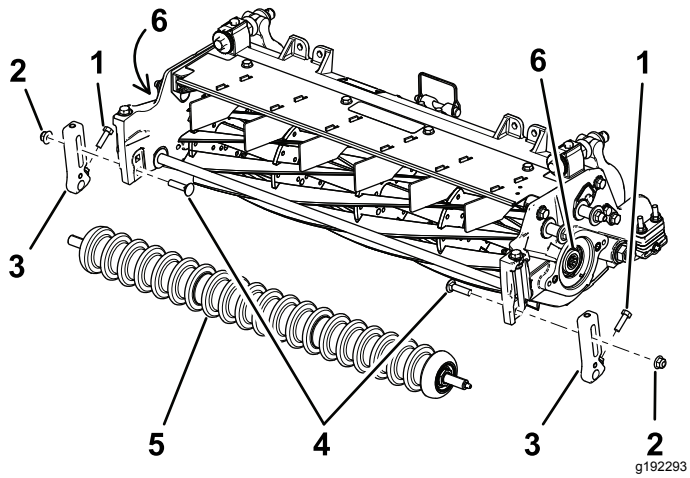

Figur 3
2. Fjern de bræddebolte og låsemøtrikker, der fastgør klippehøjdebeslagene til klippeenhedens sideplader (Figur 3).
3. Løsn de skruer, der fastholder klippehøjdebeslagene på den forreste rulleaksel (Figur 3).
4. Fjern de eksisterende klippehøjdebeslag og frontrullen fra klippeenhedens sideplader (Figur 3).
6. Fjern og kasser den eksisterende notede indsats fra hver ende af knivcylinderakslen med værktøjet til knivcylinderens drivaksel (delnr. TOR4074 til knivcylinderen på 17,8 cm). Se Figur 3.